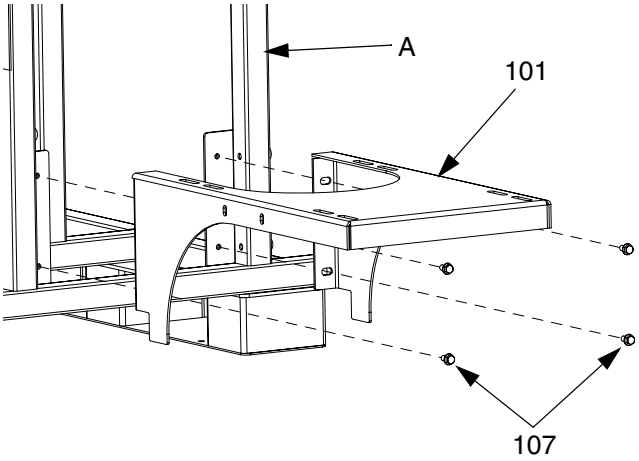

FIG. 3: Laterales del bastidor
1. Monte las tolvas (D) en las partes laterales del bastidor (A). Vea FIG. 3.
a. Conecte el soporte principal (101) al bastidor (A) con tornillos (107).